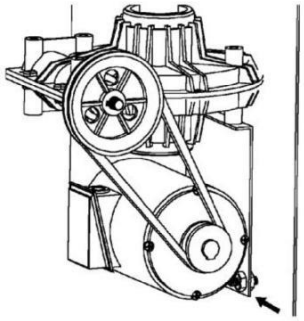

Rys. 16
- Sprawdzaj napięcie paska co 6 miesięcy (Rys. 16).